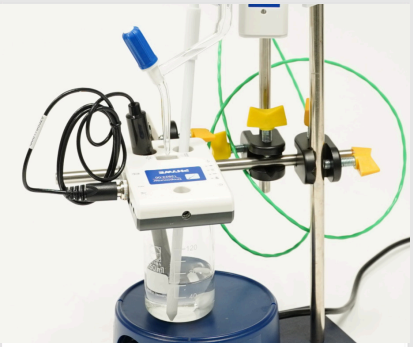

Fig. 3: Setup of probes
- Place the beaker with the 50 ml of the first carboxylic acid to evaluate with the stirring bar inside onto the magnetic stirrer. Position the beaker in a way that it is directly below the Cobra SMARTsense Dropcounter (Fig. 3).